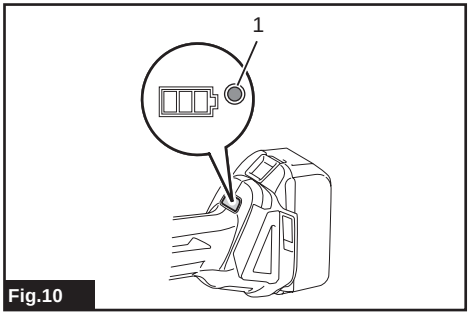

Fig.10
► **Fig.10: 1.** Mode Indicator